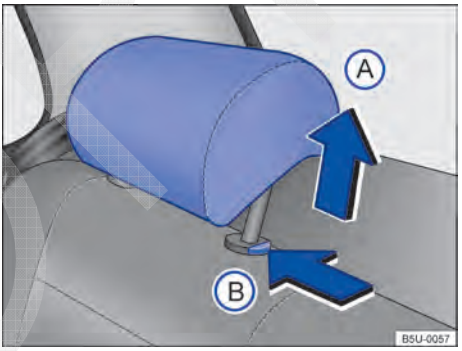

Fig. 39 Desinstalar o apoio para cabeça traseiro.
– Pressionar o botão → Fig. 39 Ⓑ no sentido da seta. Retirar o apoio para cabeça com o botão pressionado.
– Empurrar o apoio para cabeça para baixo com o botão → Fig. 39 Ⓑ pressionado.